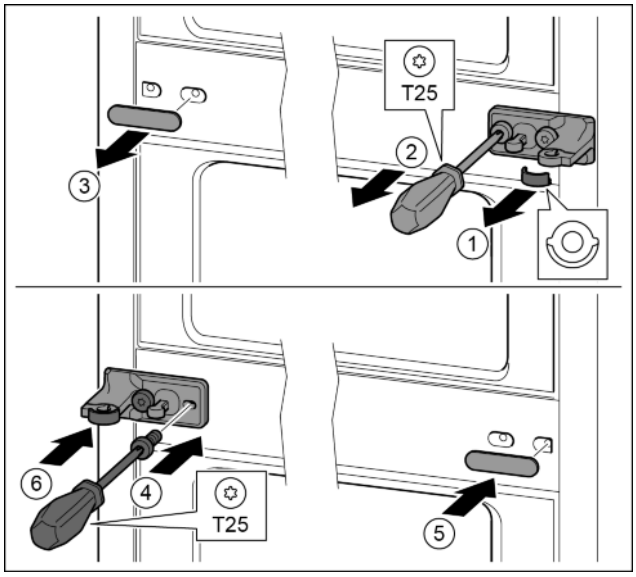

Fig. 14
- ▶ Remove the washer. *Fig. 14 (1)*
- ▶ Remove the screws with the T25 screwdriver. *Fig. 14 (2)*
- ▶ Remove the cover carefully. *Fig. 14 (3)*
- ▶ Screw the bearing bracket and the film rotated 180° firmly onto the other side. *Fig. 14 (4)*
- ▶ Attach the cover rotated 180° onto the other side. *Fig. 14 (5)*
- ▶ Push the washer in from the front. *Fig. 14 (6)*